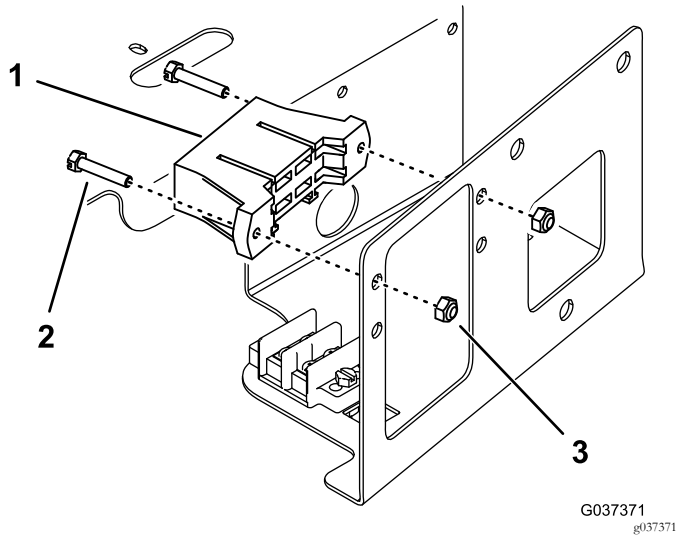

Figur 4
4. Monter sikringsblokken på hver side af rummet over den eksisterende sikringsblok med to skruer og låsemøtrikker (Figur 4).